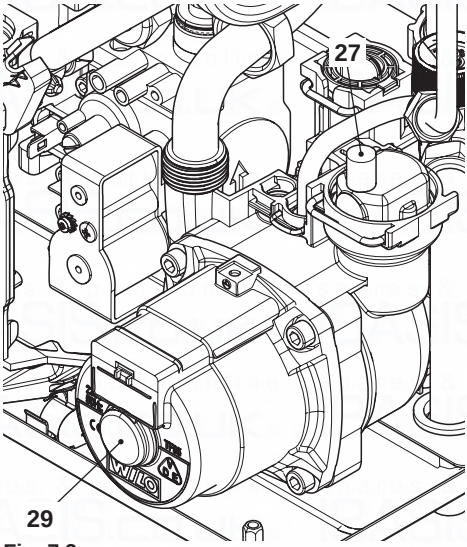

Fig. 7.2
- Lift the plug on the automatic air purger valve 27 in Fig. 7.2 and leave open permanently.
- Purge the air from the pump by unscrewing the pump plug 29 (Fig. 7.2); release the pump shaft by turning in the direction indicated by the arrow on the information plate.